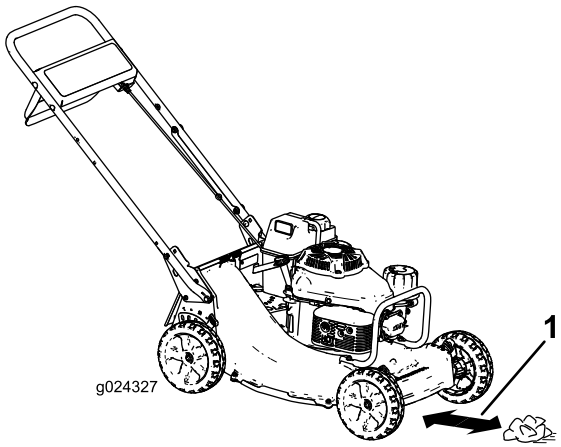

Figuur 17
4. Plaats de prop krantenpapier 13 cm vóór de maaimachine (Figuur 17).